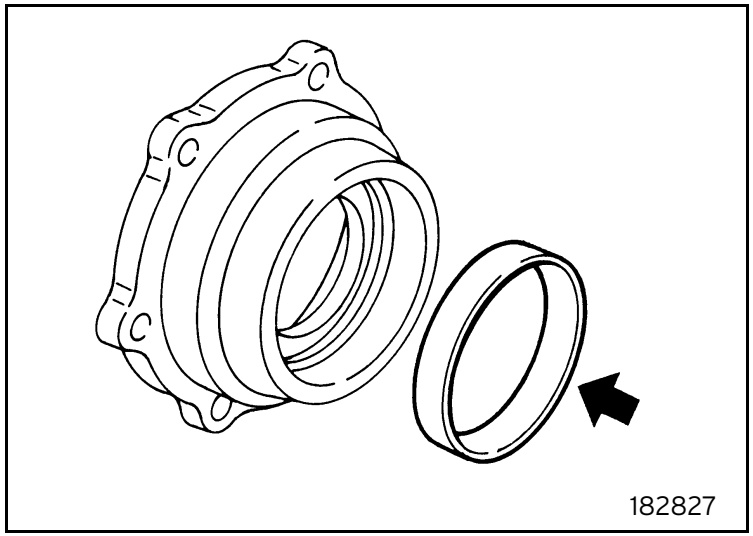

Fig. 27
- Warm up the bearing seat on crown side with a blowpipe and fit the roller bearing outer ring (figure 27).